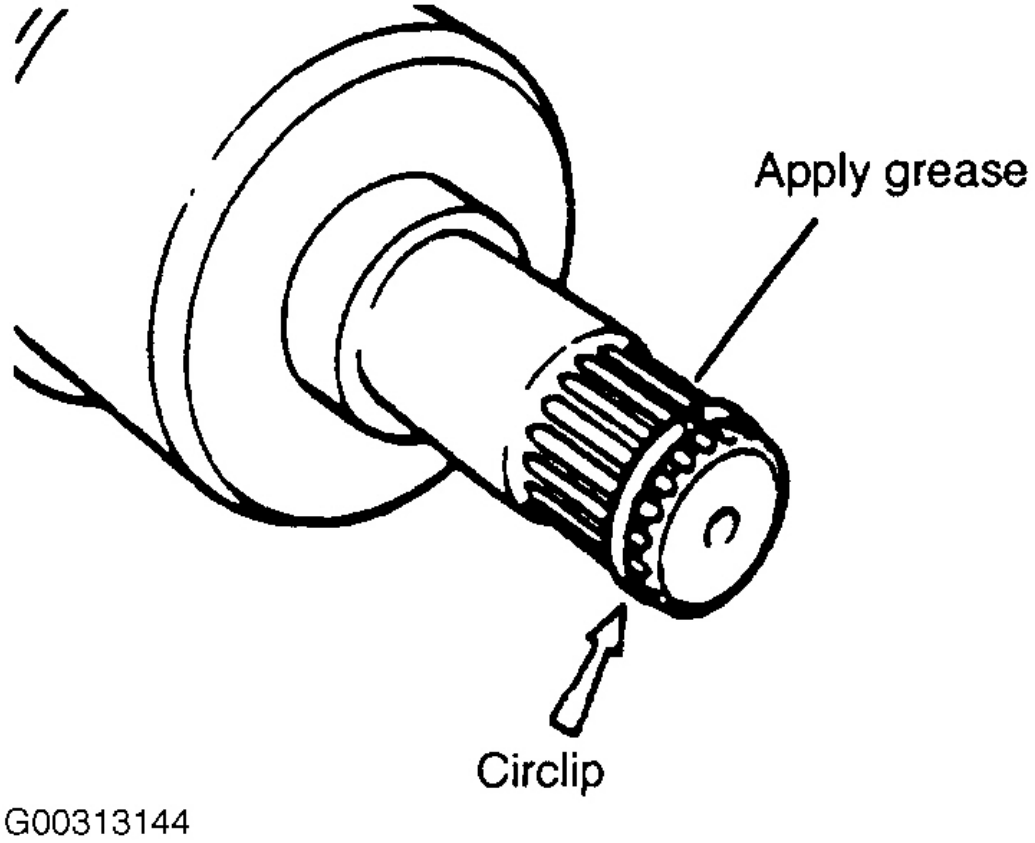

Fig. 30: Instalación Anillo de seguridad y Aplicación de grasa
2. Lubricar la carcasa trípode con grasa. Ver **La Fig. 30** .